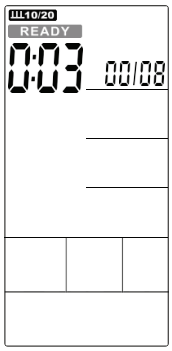

Figure 24
2. Cycle time counts down from 3 to 0 then console start, meanwhile buzzer beeps once per second and **READY** Fashes once per second, counting displays '00/08' (Figure 24).